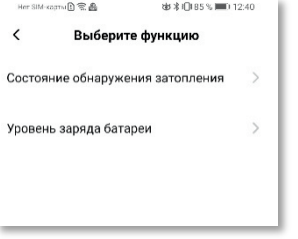

Рисунок 17.
4) Далее выберите функцию «**Water leak sensor**» -> «**Состояние обнаружения затопления**» («Alarm») (рис. 17). Таким образом было создано событие «**Если**» при активации аварийной ситуации от стороннего датчика протечки (рис. 118).